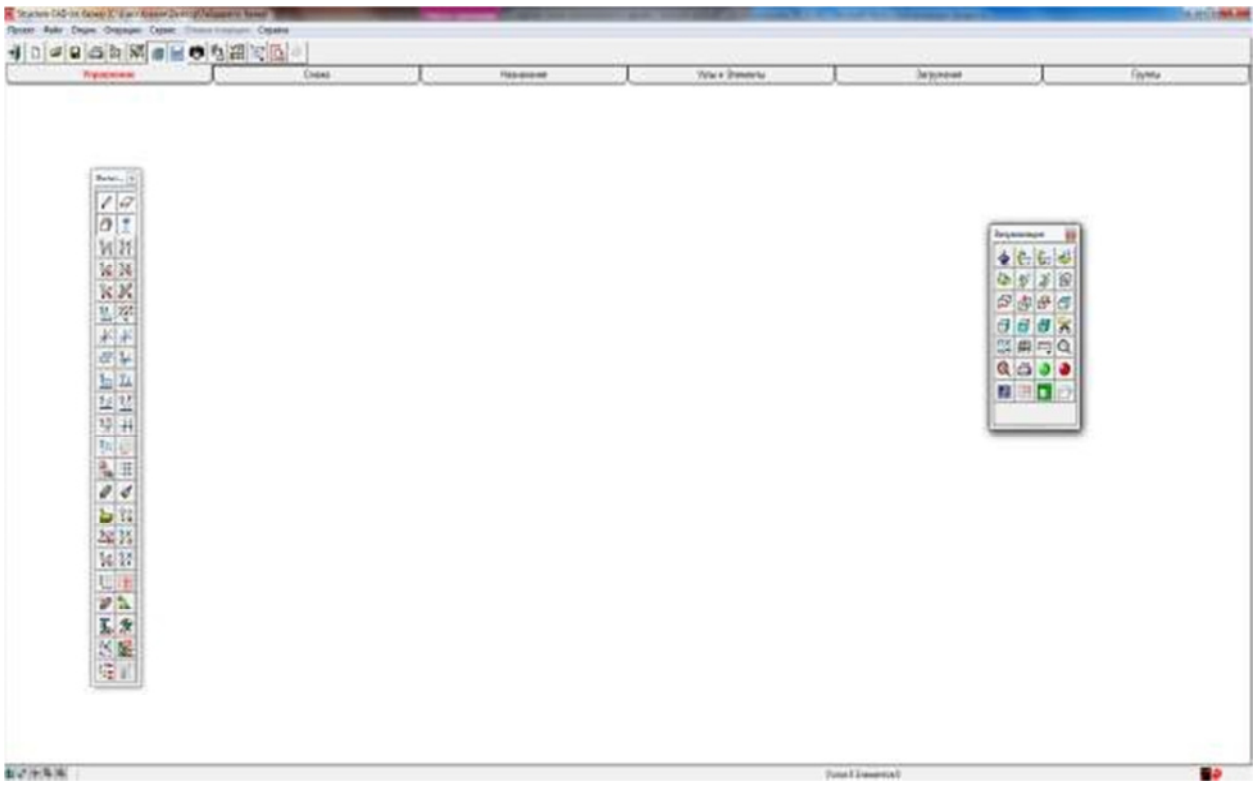

Рисунок 1.7 Рабочее окно препроцессора
5. Для начала работы по созданию расчетной схемы, курсор подводится к пиктограмме с названием **Расчетная схема** и нажимается левая кнопка мыши. В результате откроется рабочее окно SCAD, состоящее из **панели Меню**, **Инструментальной панели** и **Панели вкладок** (рис.1.7).